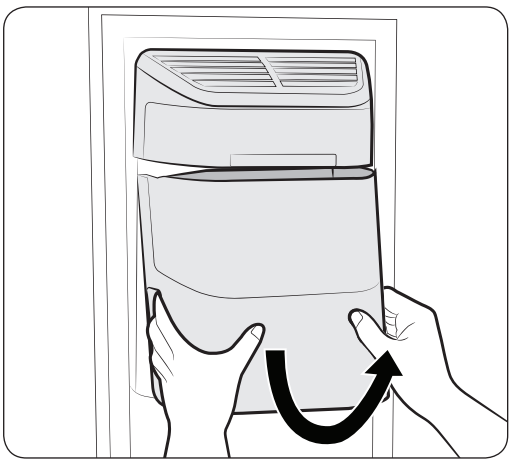

Figura 1
- Segure o depósito conforme apresentado na figura 1.